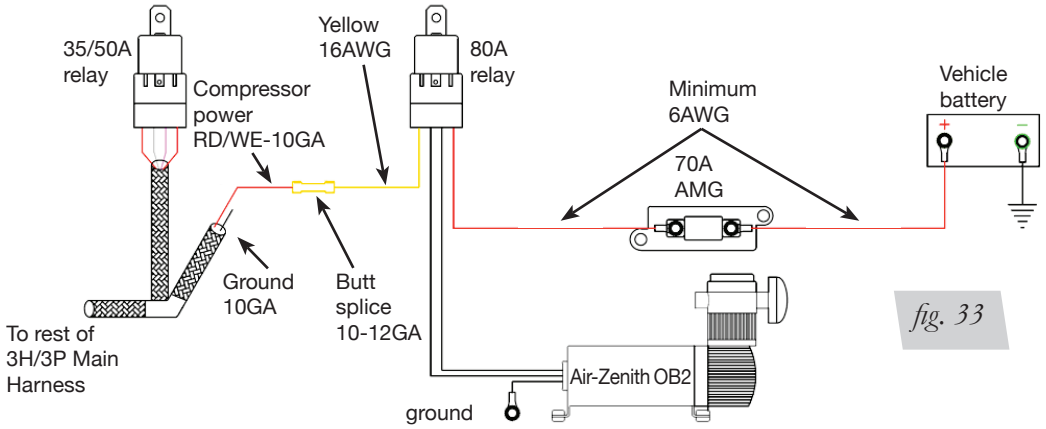

*fig. 33*
3. If using an Air-Zenith OB2 compressor, follow the wiring diagram below (fig. 33). The 70A fuse, relay, etc. are supplied with compressor. Wiring requirements for the compressor should follow manufacturer's recommendation.